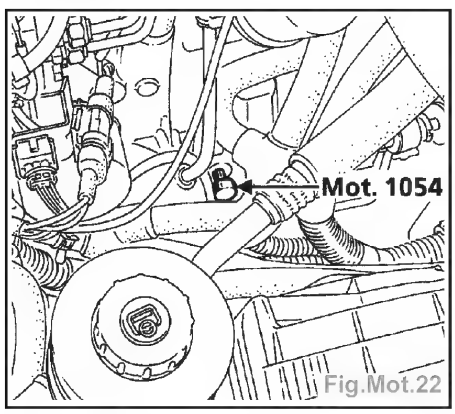

Fig.Mot.22
- mettre en place la pige **Mot.1054** (Fig. Mot.22).